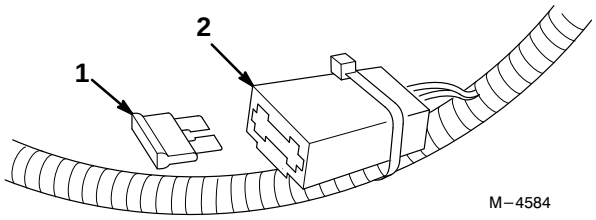

Afbeelding 31
2. Plaats de nieuwe zekering zoals getekend in Afbeelding 31.